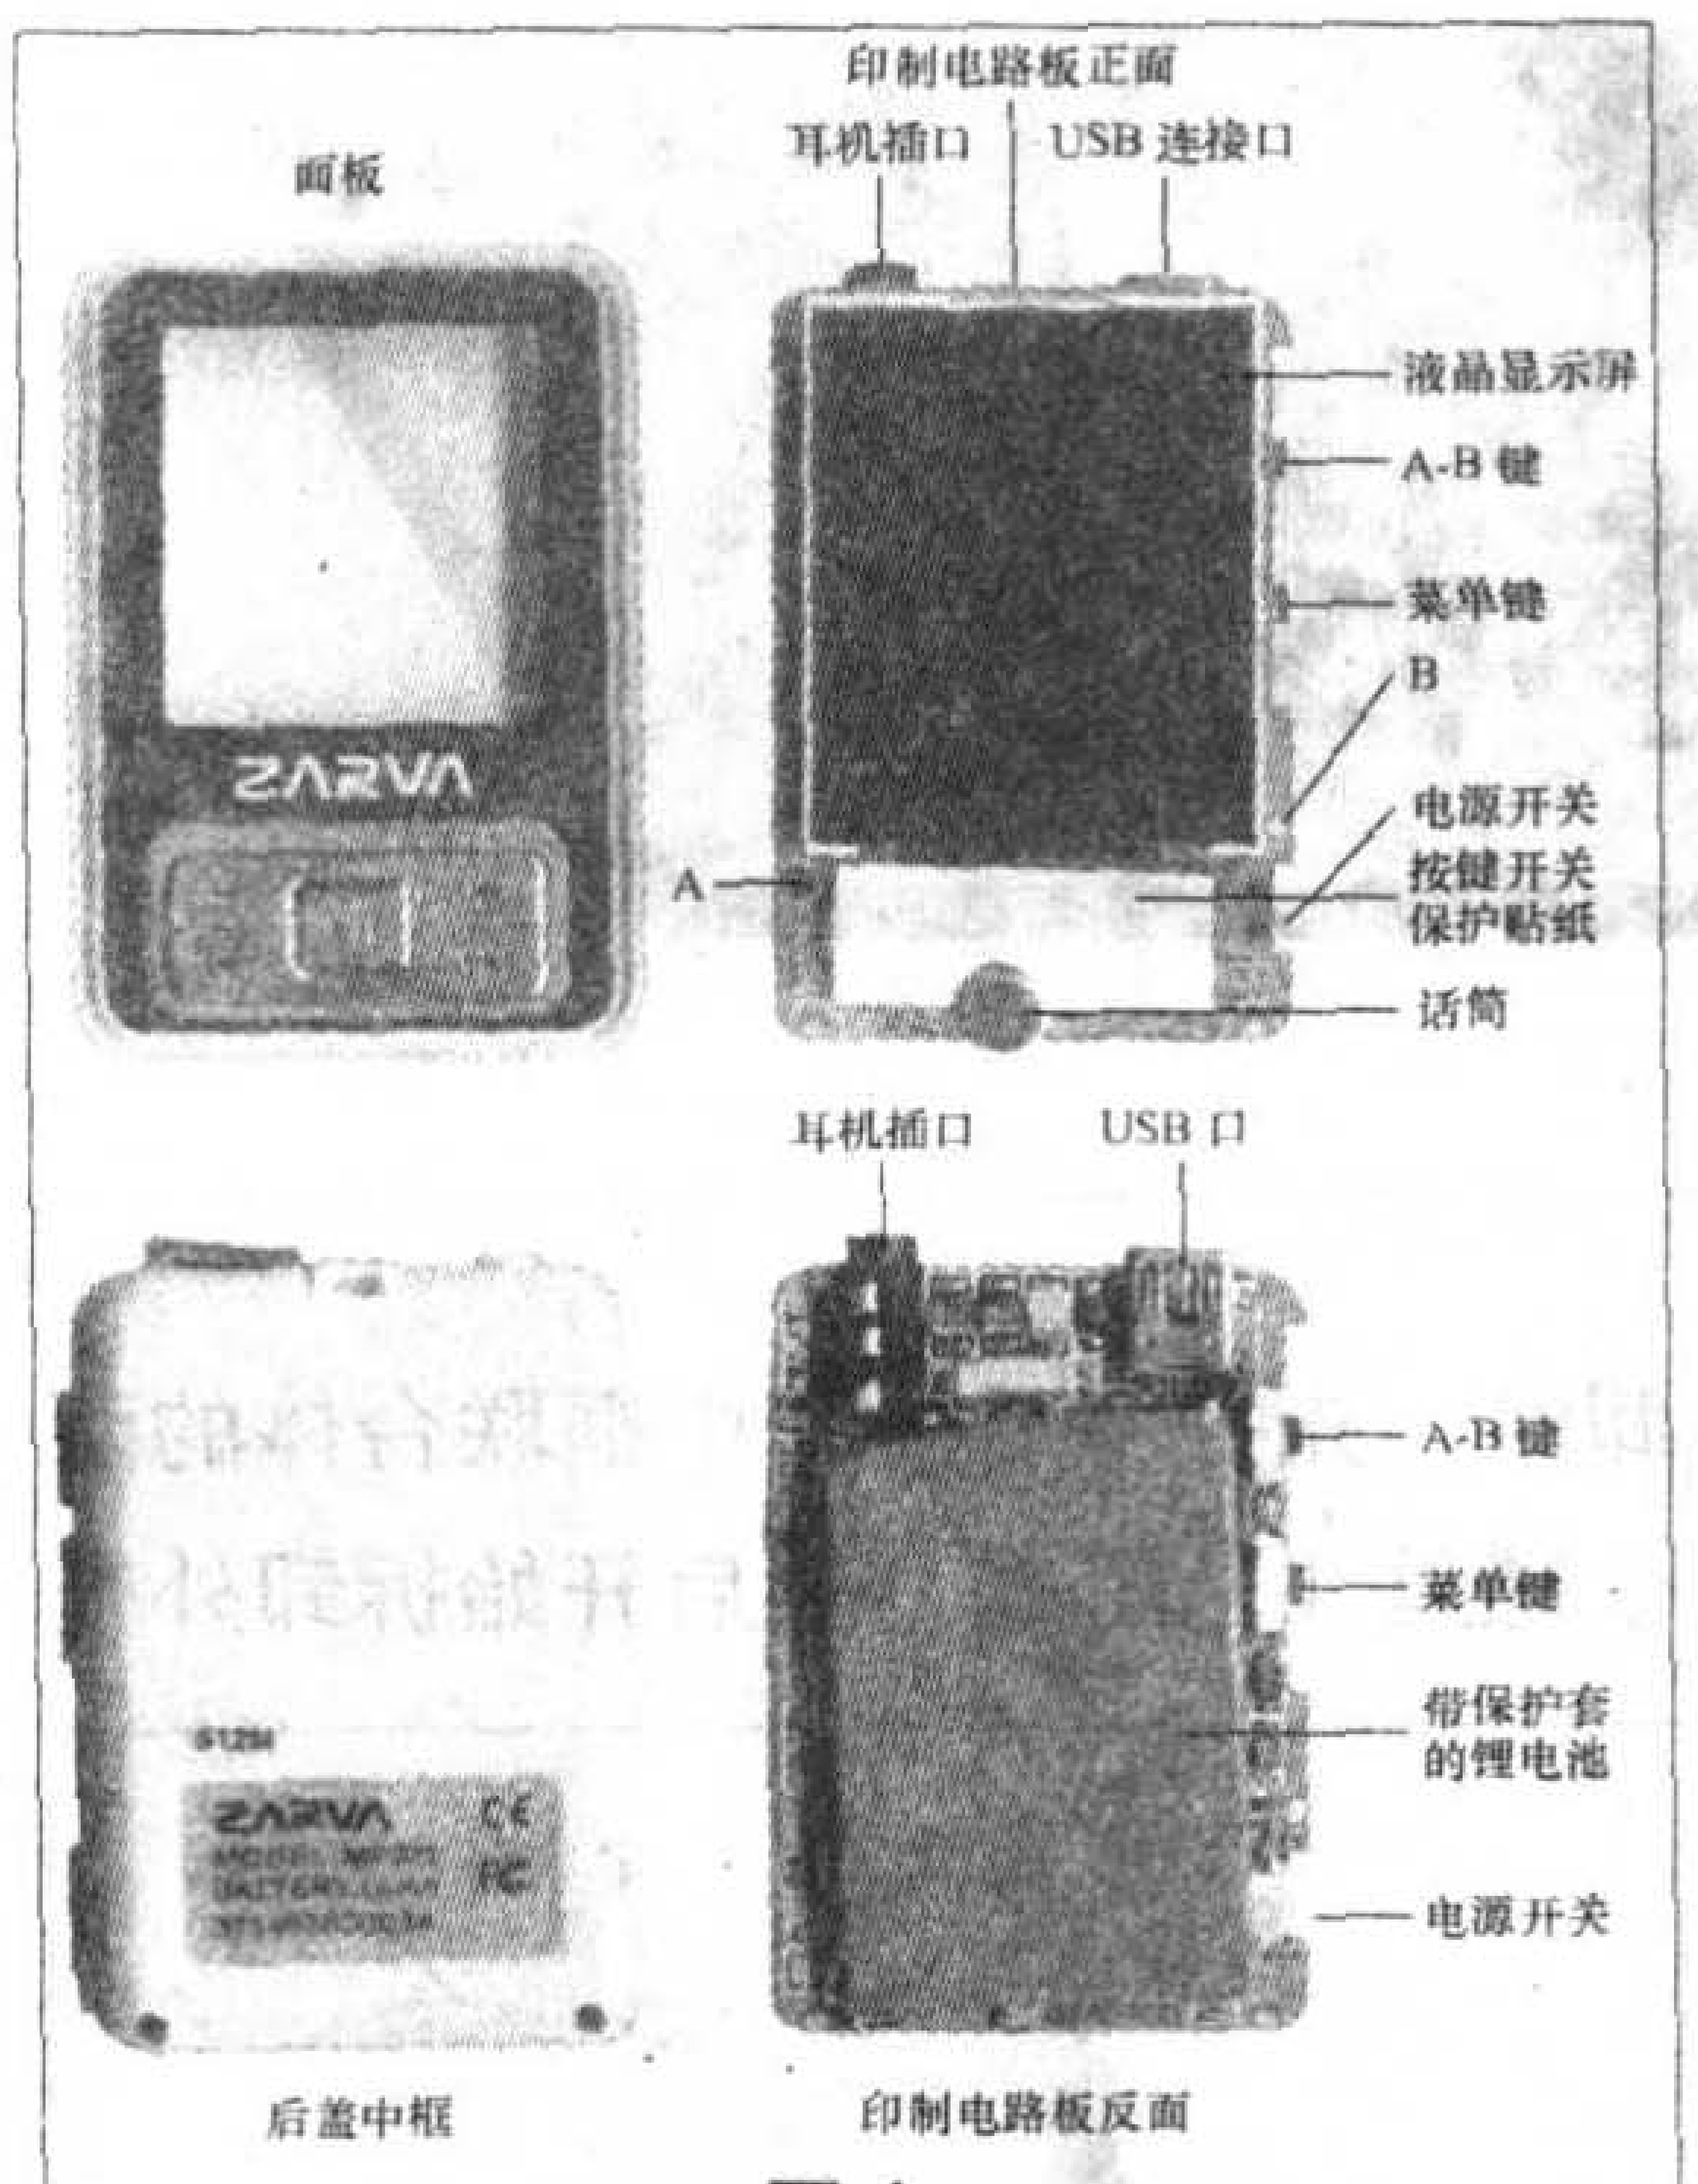

图 4
3. 拆卸时，先仔细观察机器的外壳结构，注意面板或底盖是如何固定的，是用螺丝固定的还是卡扣固定的，还是两者皆用或者采用粘合方式固定的，还有卡扣的大致位置等，然后再着手进行拆卸。如果机器使用碱性电池，还应先取下电池仓盖，拿出电池。现以图2所示的长虹朝华MP311型彩屏播放器为例，讲解其拆卸步骤。该机是采用螺丝和卡扣结合形式固定塑料后盖（与中框一体化）和面板的，拆卸时，先拧下后盖和中框联合体的两个螺丝（见图3）。然后开始拆卸外壳的面板和后盖。由于面板和后盖之间有10个卡扣卡牢，拆卸时不可乱撬猛拉，不然很容易弄坏卡扣或外壳。通常可用薄竹片或指甲先在面板和后盖下方的接缝处小心切入，脱开里面的两个卡扣后，再依次脱开左边、上边和右边的卡扣，这样就可顺利将面板和后盖完全分开。如果需要拆卸印制板进行检修，则拧下图4中印制板A、B位置上的两个螺丝，就可取出印制板。拆卸后的外壳分解图和印制电路板如图4所示，其中液晶屏在印制板正面，锂电池在印制板反面，锂电池外面有保护套，它与印制板（元器件）之间用粘胶粘合固定。